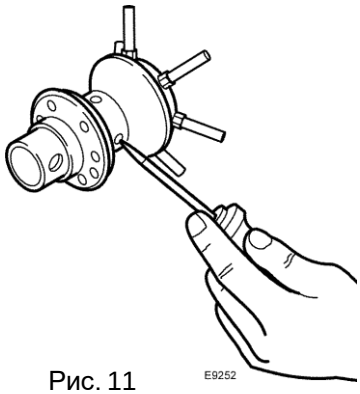

Рис. 11
- Проверяйте, не засорились ли отверстия в распределителе газа, при необходимости прочищайте их острым предметом, как показано на рис. 11.